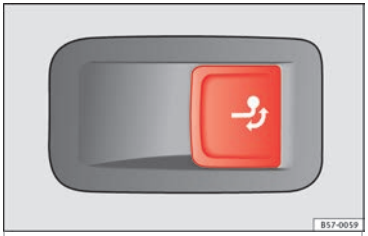

Fig. 235 On the right side of the luggage compartment: button for unlocking the tow hitch.
- Pull the ››› **Fig. 235** button briefly. The tow hitch unlocks electrically and automatically turns outwards. The control lamp in the button will flash ››› **Fig. 235**.
- Pull the ››› **Fig. 235** button briefly. The tow hitch unlocks electrically.
- Turn the tow hitch under the bumper with your hand until you feel and see that it engages and the control lamp on the ››› Fig. 235 button stays on.
- If the warning light of the button ››› Fig. 235 *is flashing*, this means that the tow hitch has not been attached properly or is damaged ›››.
- **Never press the ››› Fig. 235 button when there is a trailer hooked to the vehicle or when a carrier system or other accessories are mounted on the tow hitch.**